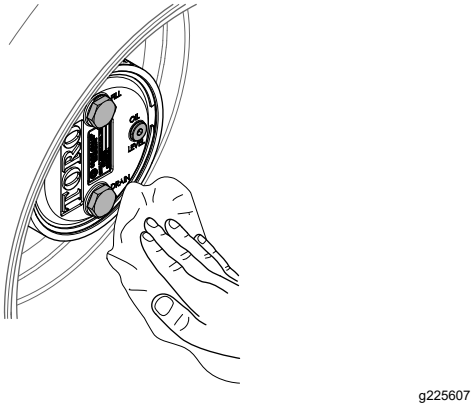

Figur 104
3. Tørk av planetgirethuset og bremsehuset (Figur 104).